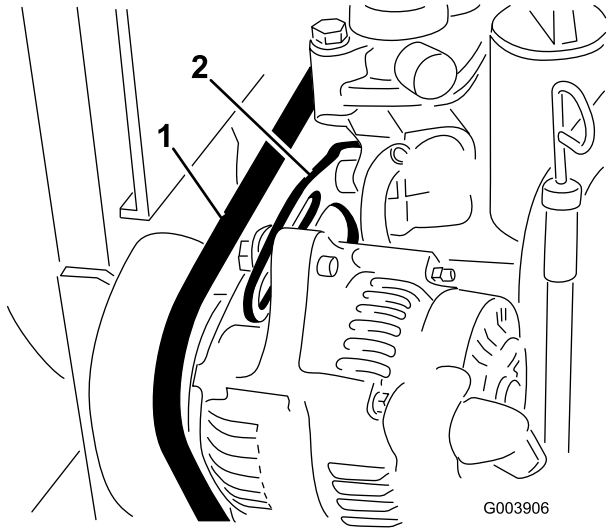

**Figuur 69**
2. Controleer de spanning van de riem door deze (Figuur 69) midden tussen poelies van de wisselstroomdynamo en de krukas in te drukken met een kracht van 10 kg.
3. Draai de bout los waarmee de beugel is bevestigd aan de motor (Figuur 69) alsmede de bout waarmee de wisselstroomdynamo is bevestigd aan de beugel.